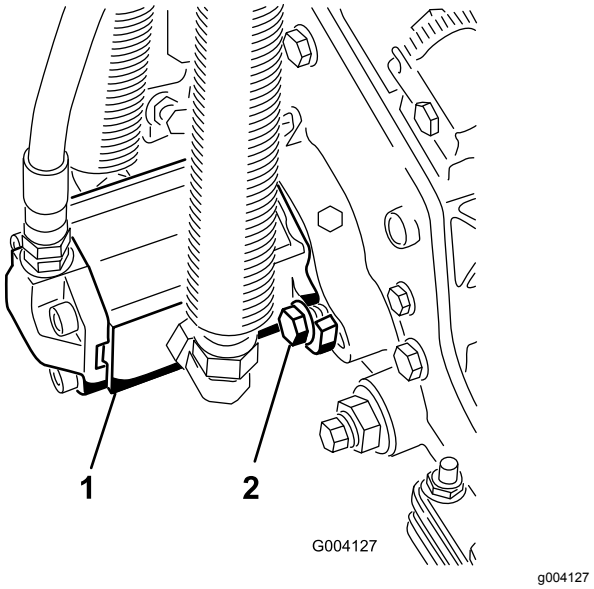

Figure 14
16. Montez le moteur en le tournant dans le sens horaire jusqu'à ce que les brides passent les boulons (Figure 14).